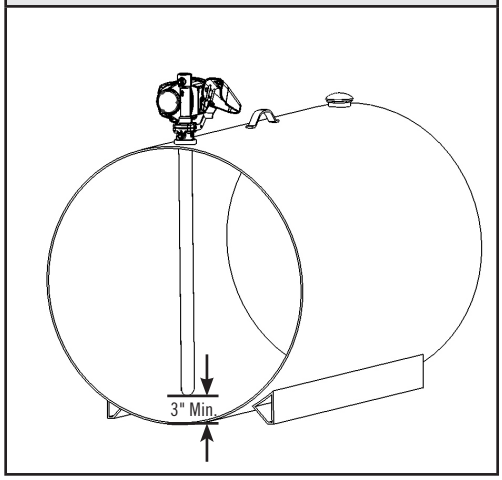

Figure 1
1. Visser le tuyau de 1-¼ po dans l'adaptateur de citerne. Assurer l'étanchéité aux liquides du filetage à l'aide d'une pâte d'étanchéité adaptée (Figure 1).